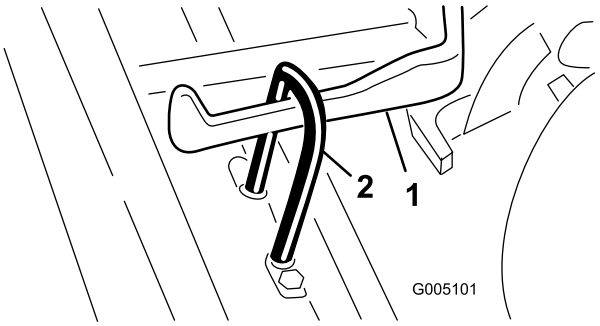

Figura 7
2. Deslice la unidad de corte por debajo del bastidor de tiro mientras engancha el gancho de elevación en el brazo de elevación (Figura 7).